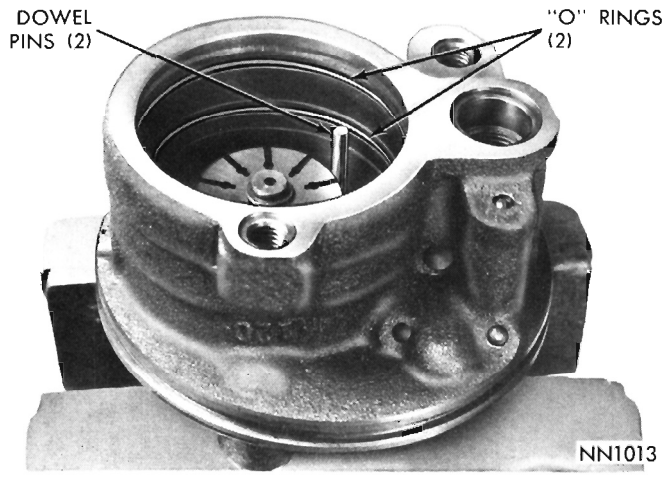

Fig. 15—Rotor and Thrust Plate Installed
(7) Install two dowel pins in holes in pump cavity. Carefully insert drive shaft, rotor and thrust plate assembly in pump cavity indexing locating holes with dowel pins (Fig. 15).